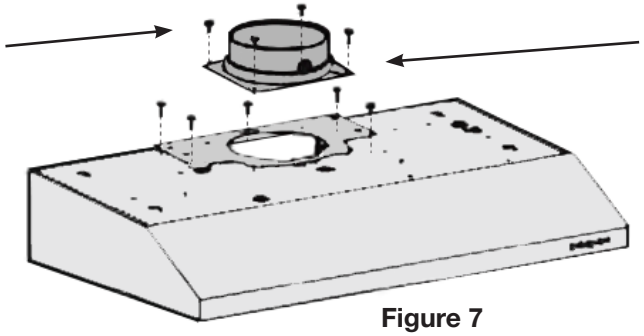

Figure 7
- Positionner ensuite la plaque de montage rectangulaire sur le dessus et la fixer en place à l'aide des vis; positionner le registre de 15,3 cm (6 po) par-dessus la plaque et le fixer en place à l'aide des vis fournies (Figure 7).